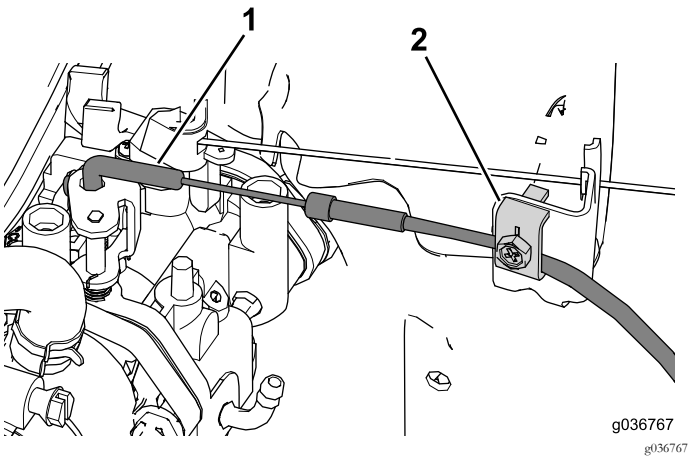

Figure 34
2. Placez l'extrémité recourbée du câble d'accélérateur dans l'ensemble accélérateur (Figure 34).
3. Utilisez le serre-câble pour fixer le câble d'accélérateur en position (Figure 34).